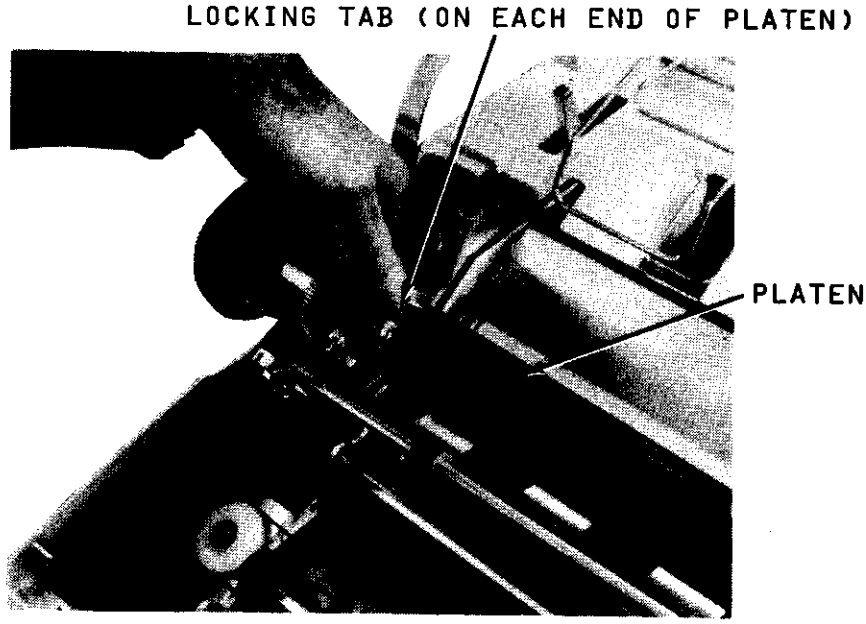

Figure 3-6 Friction-Platen Removal
c. Press the locking tabs and lift the platen upward out of the printer (see Figure 3-6).